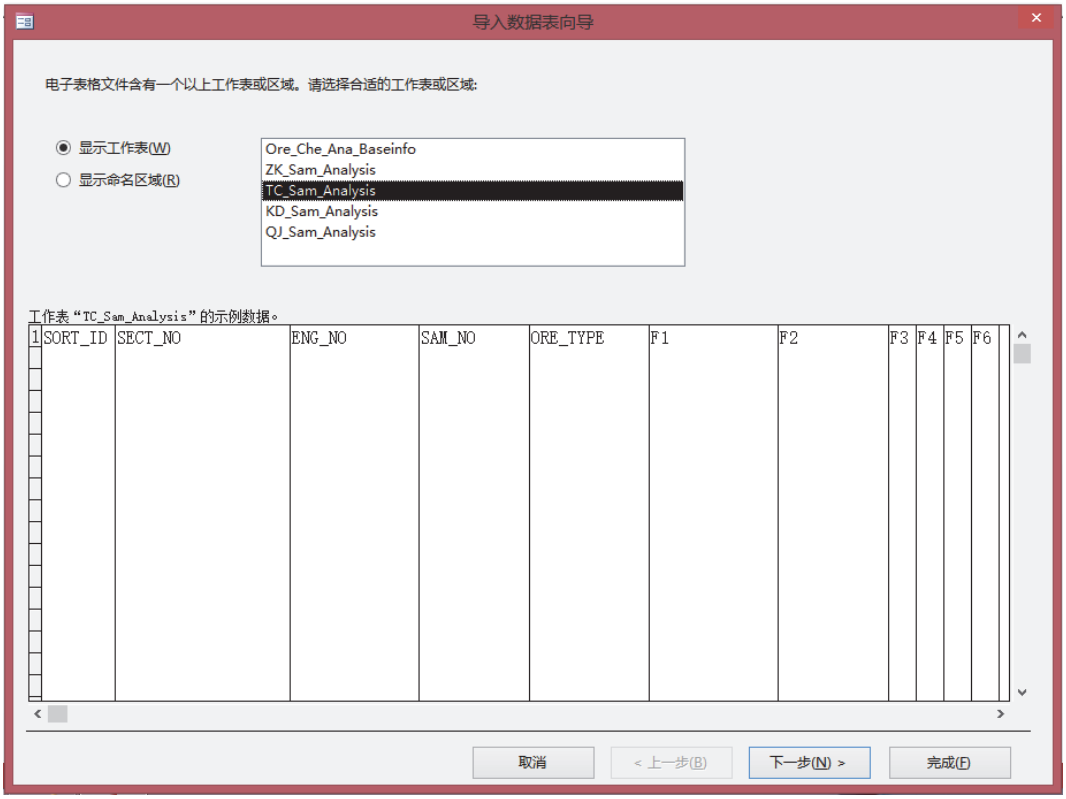

图 7-33
6. 在弹出的“导入数据表向导”对话框中选择“显示工作表”，在中部的列表框中选择“QJ_Sam_Analysis”，然后点击“下一步”（见图 7-33）；